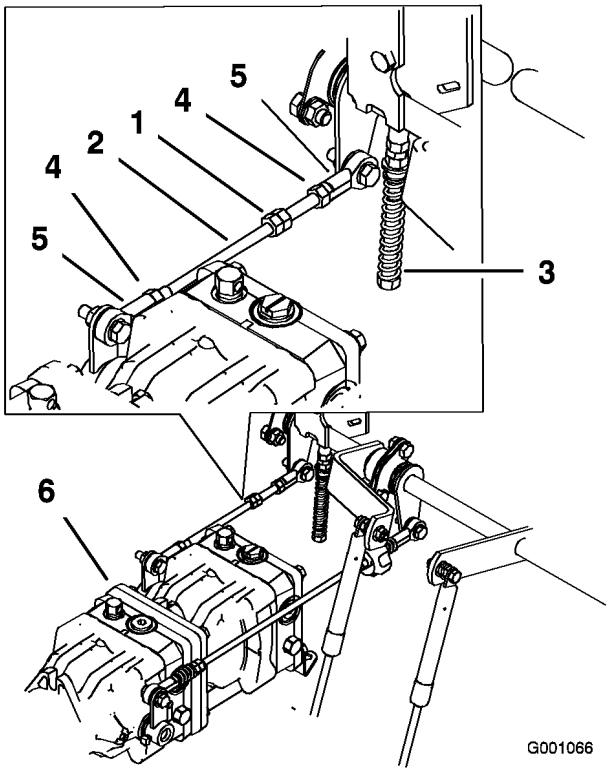

Figur 71
1. Lossa låsmuttrarna på kullederna på pumpens reglerstav (Figur 71).
3. Justera pumpstavslängden genom att vrida dubbelmuttrarna på staven i lämplig riktning tills hjulet står stilla eller långsamt kryper bakåt (Figur 71).
6. Dra åt låsmuttrarna vid kullederna (Figur 71).